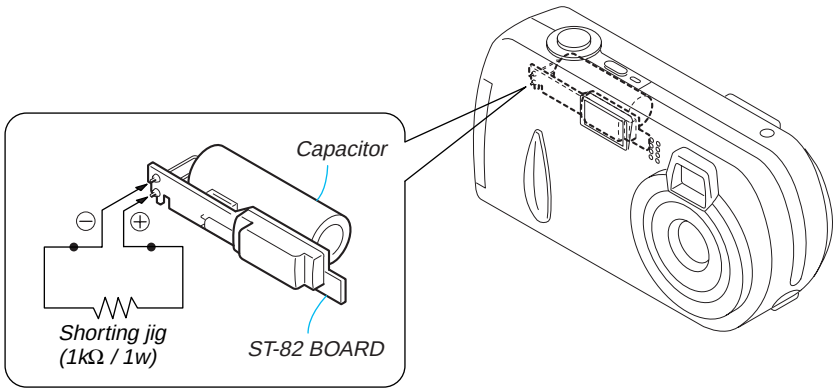

Fig. 6-1-3.
2. Fabricate the discharging jig as shown in Fig. 6-1-3 locally by yourself. Connect the discharging jig to the positive (+) and negative (–) terminal of the flash voltage charge capacitor. Allow ten seconds to discharge the voltage.